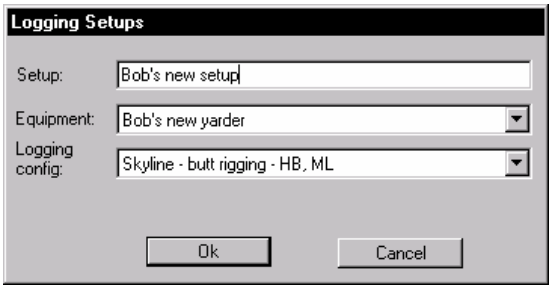

Figure 14.19 Logging Setups dialog box
7. Select the items shown in Figure 14.19. You are rigging *Bob's New Yarder* with a *Skyline* system. The carriage is a simple block attached to butt rigging; it is moved by both mainline and haulback cables. Press OK to add the new *Logging Setup* to your list. Do not exit the Logging Setups dialog box.